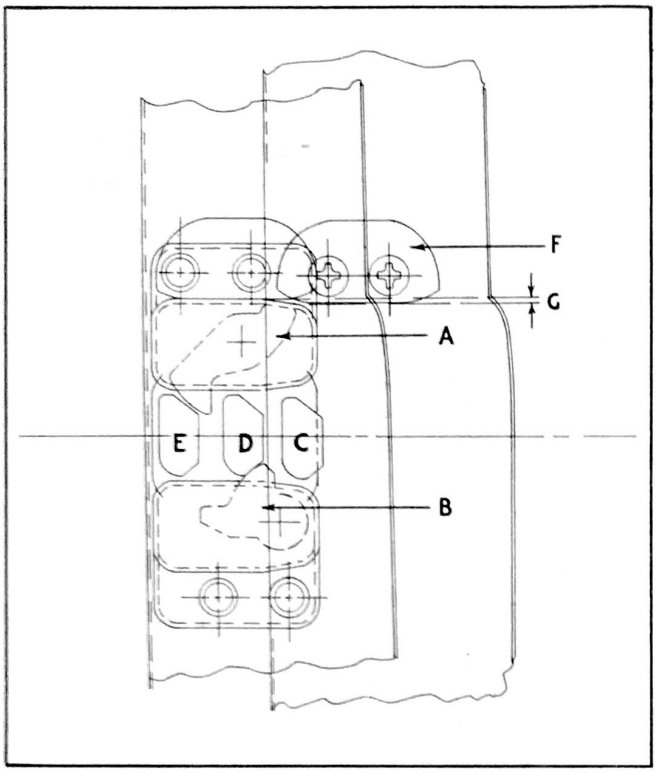
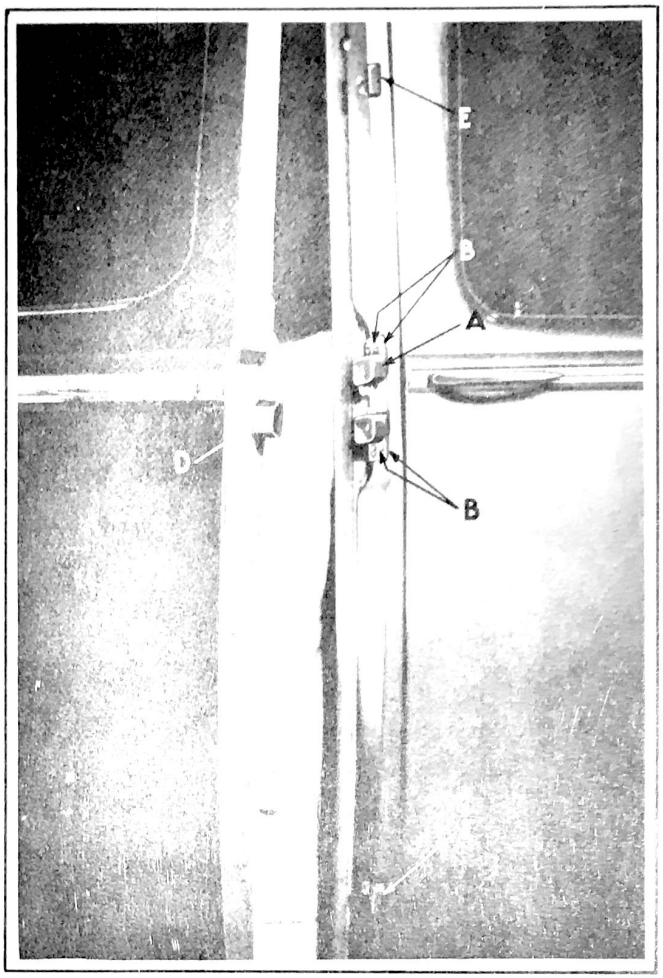

Figure 365 - Door Striker Operation
Figure 366 - Door Striker Operation
DOOR STRIKER OPERATION. In the new lock the bolt (D), Fig. 365, remains stationary (in the extended position) when the door is closed instead of being moved into the lock by the action of its beveled edge against the striker plate as formerly. This is accomplished by the use of two pawls or latches which are pivoted in the upper and lower parts of the door striker assembly as shown in (A) and (B), Fig. 365, and held outward by spring pressure. The lower pawl (B) which is located closer to the outside of the car, acts as a safety catch similar to the first position on the old type striker plate. The upper pawl (A) is located toward the inside of the car and its wedging action against the bevel on bolt serves to keep the door tightly closed. In Fig. 365, the bolt is shown in three positions, at (C) with the door open, at (D) with the door partly closed and bolt in the safety position and at (E) with the door
DOOR STRIKER ALSO ACTS AS DOVETAIL. The complete striker assembly, as a unit, is attached to the pillar post by means of four screws (B), Fig. 366, which enter into tapping plates, permitting of a considerable range of adjustment both up and down and sideways. In addition to housing the pawls or latches which control the closing of the door, the striker assembly also acts as one member of the dovetail since it carries the weight of the door through the dovetail (F), Fig. 365, which is securely fastened to the door and is not adjustable. When properly adjusted the upper face of the striker will be approximately 1/32" above the bottom face of the dovetail with the door just open, which means that the door will be raised by that amount when closed. This is shown at (G). The wedging action of the upper pawl (A) against the bevel on the bolt provides an automatic take-up and effectually prevents up and down movement of the door and hammering of the dovetail on the striker.
DOOR STRIKER ADJUSTMENT INSTRUCTIONS. Set door rubber bumpers (E), Fig. 366, all the way in.
they have to be slammed hard in order to be latched. In this case it is not possible for the upper pawl to catch on the edge of the bolt and seat properly, as shown in Fig. 365.